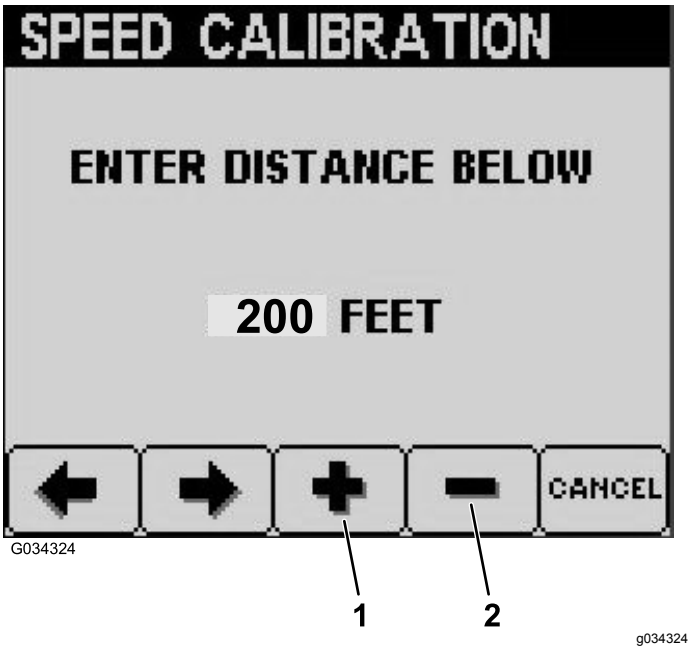

Figur 40
7. Trykk på knappen 3 for å øke ønsket avstand, eller trykk på knappen 4 for å redusere ønsket avstand (Figur 40).